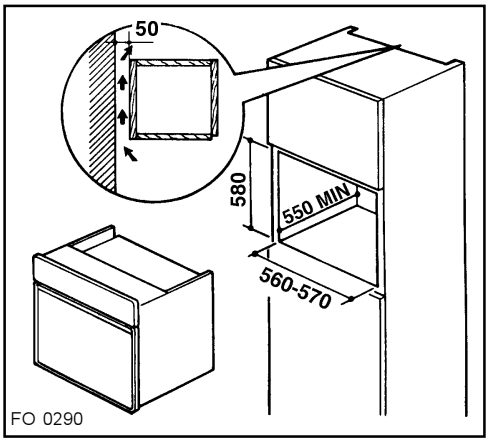

Fig. 7
- **Encastrement dans un meuble colonne:** La niche du meuble devra avoir les dimensions indiquées dans la Fig.7.